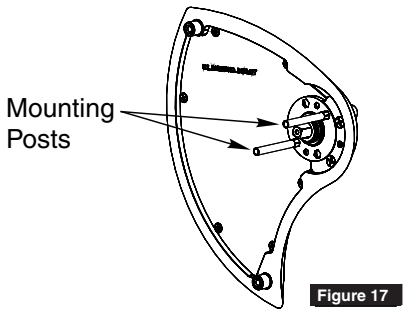

Figure 17
8. With lever in "up" position, align mounting posts on adapter plate with holes in lockbody and install outside trim assembly. (Figure 17)